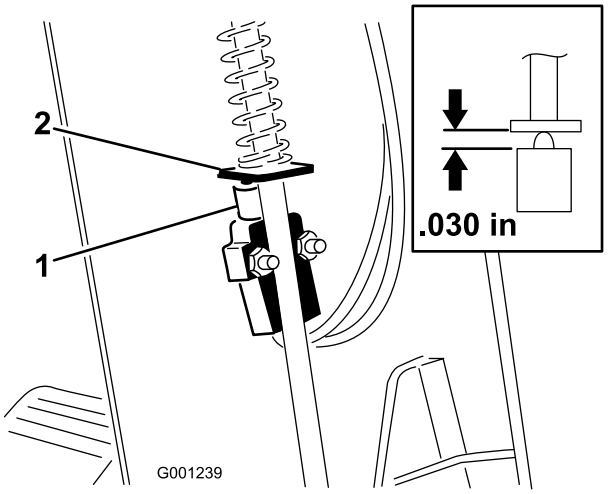

Figur 61
3. Skjut upp kåpan längs med styraxeln för att exponera parkeringsbromsbrytaren (Figur 61).
5. Rikta in parkeringsbromsspakens vinge med brytarkolven (Figur 61).
6. Tryck ned parkeringsbromsstången och tryck upp brytaren tills brytarkolvens sammanpressade längd är 0,762 mm (Figur 61, infogad bild). Detta är avståndet mellan parkeringsbromsspakens vinge och brytarkolvshuset.